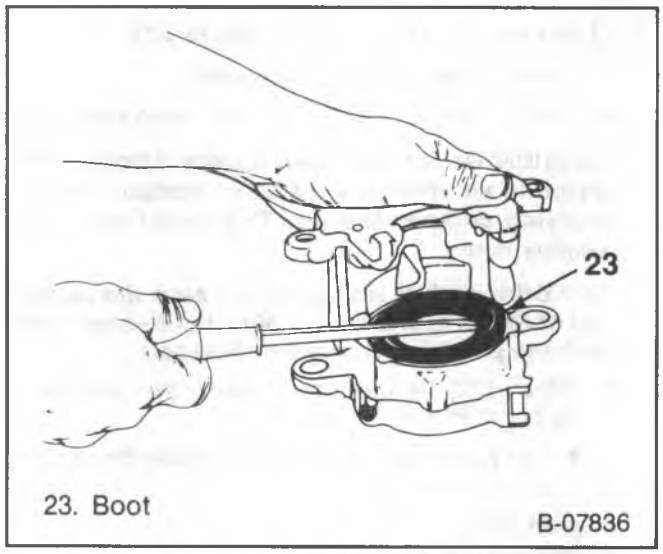

Figure 18—Removing Caliper Piston Boot
2. Boot (23) (figure 18).
3. Piston seal (21).
4. Bleeder valve (20).